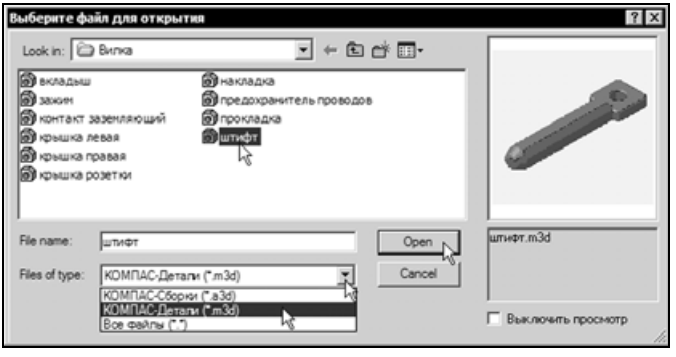

Рис. 7.24
- В списке файлов укажите деталь **Штифт** и нажмите **Открыть** (рис. 7.24).